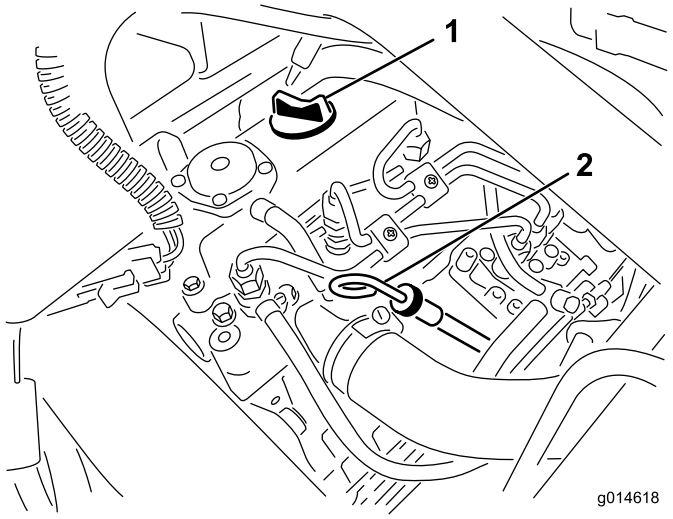

**Figur 27**
2. Ta ut oljestickan och torka av den med en ren trasa (Figur 27). Sätt ner oljestickan i röret och se till att den sitter fast ordentligt. Avlägsna oljestickan från röret och kontrollera oljenivån. Om oljenivån är låg, tar du av påfyllningslocket från ventilhuset och häller **sakta** på tillräckligt med olja tills nivån når upp till markeringen ”Full” på oljestickan. Fyll sakta på oljan och kontrollera nivån med jämna mellanrum. **Fyll inte på för mycket.**